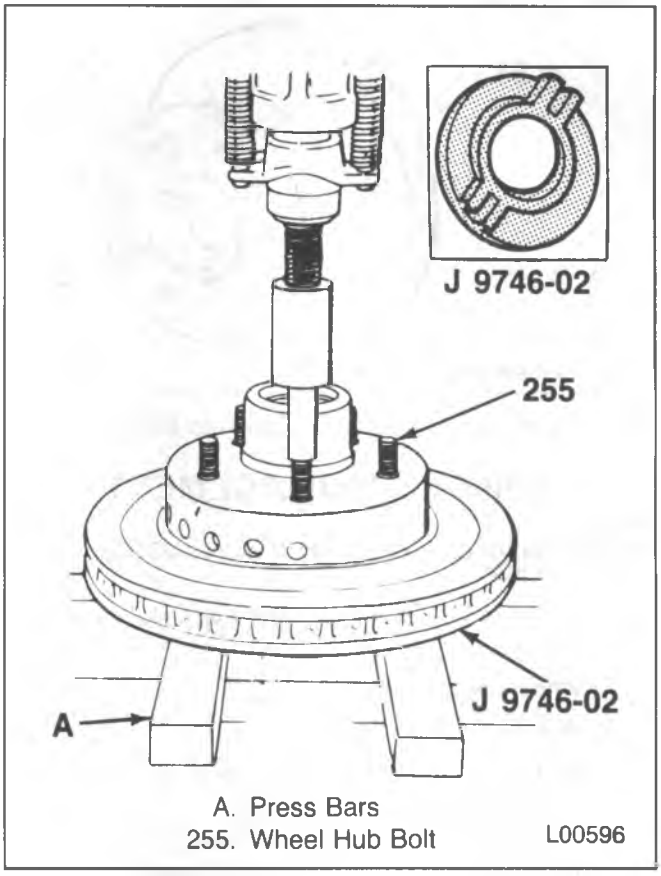

Figure 49 – Removing the Hub Bolts
Remove or Disconnect (Figure 49)
2. Wheel hub bolts (255) with a press.
- Support the hub/rotor using J 9746-02 to prevent damage to the rotor face (figure 49).